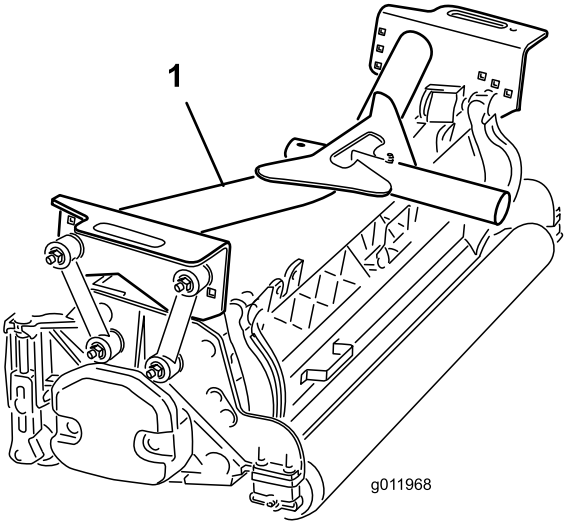

Figur 16
2. Placer en af de forreste bærerammer (Figur 16) på hver af de forreste klippeenheder.